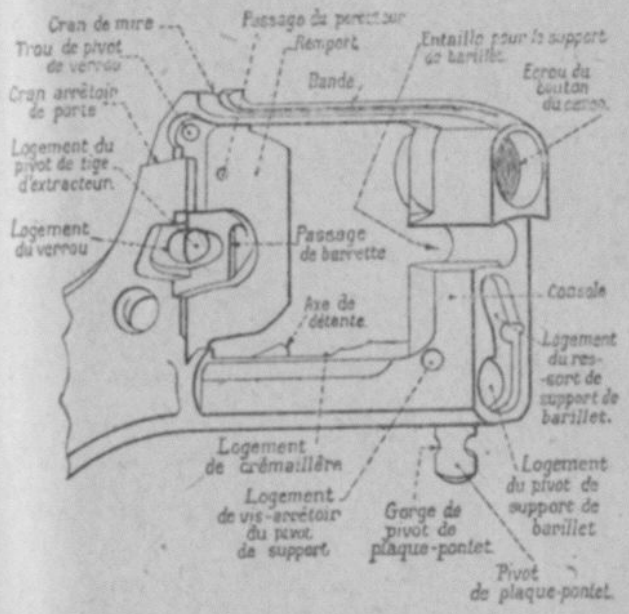

Fig. 3. — Carcasse.
4. C'est sur la **carcasse** (fig. 3) que sont assemblées les diverses parties de l'arme. On y distingue :